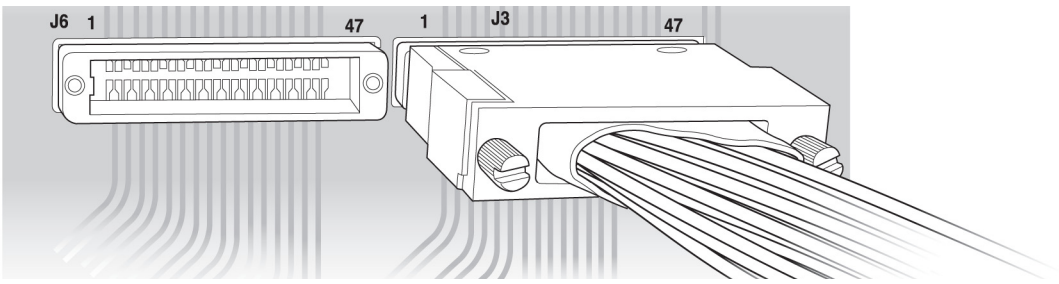

Figure 3.45: Connect Gen3 MidBus Full Size Probes to MidBus Full Size Footprints
- ❑ Full-size Gen3 Mid-bus Probe Cable and Header Assembly (see Figure 3.45)